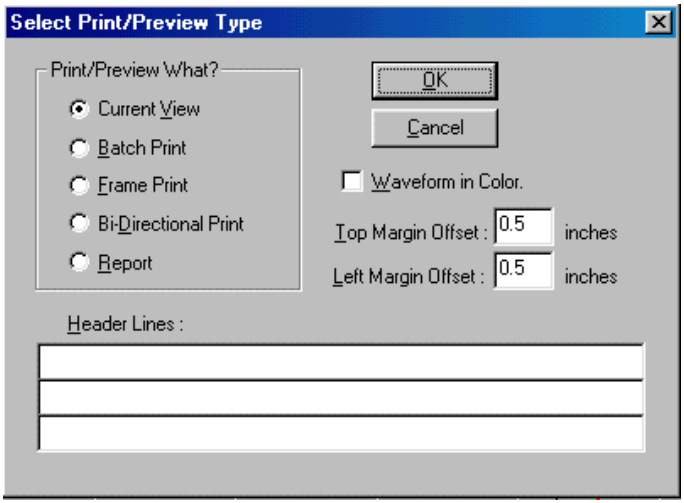

Figure 10-1: Select Print/Preview Type Dialog Box
3. Select **File**>**Prin**t (or **Print Preview**). The Print/Preview dialog box shown in Figure 10-1 will be displayed.